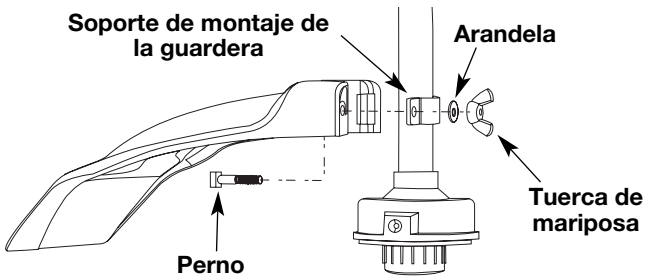

Fig. 5
3. Instale un tornillo en el orificio de la base del protector accesorio de corte. Atorníllelo en la tuerca instalada en el paso 2 (Fig. 5). No lo ajuste.